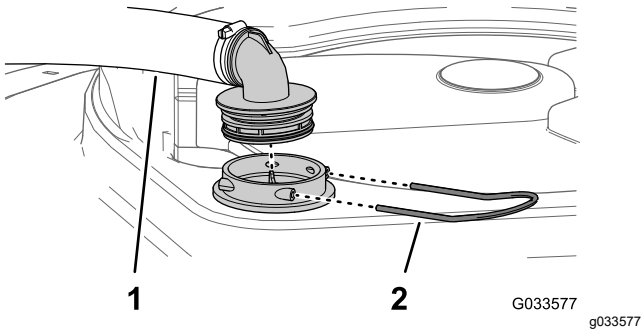

図 54
2. タンク上部で、フィルタハウジングからの太いホースについているフィッティングを固定しているリテーナを外す 図 54。
3. フィルタハウジングからホースとフィッティングを取り外す図 54。